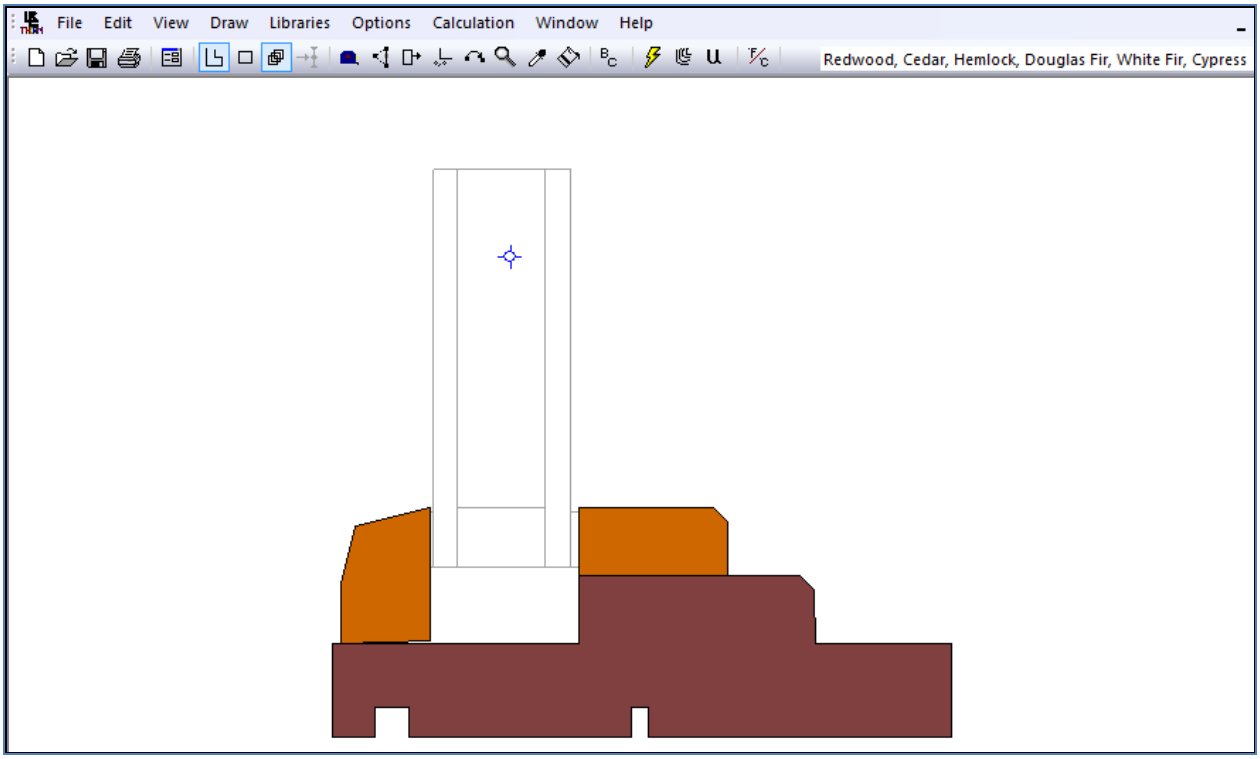

Figure 10-18. The wood components have been defined.
- Next draw the frame in which the glazing sits using the same method above; after that, draw the inside stop, as shown in Figure 10-18.